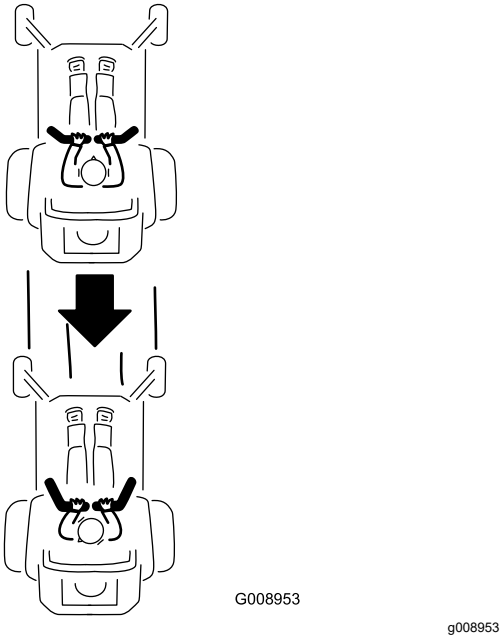

Figur 27
2. Skift til bakgear ved langsomt at trække bevægelseshåndtagene bagud (Figur 27).